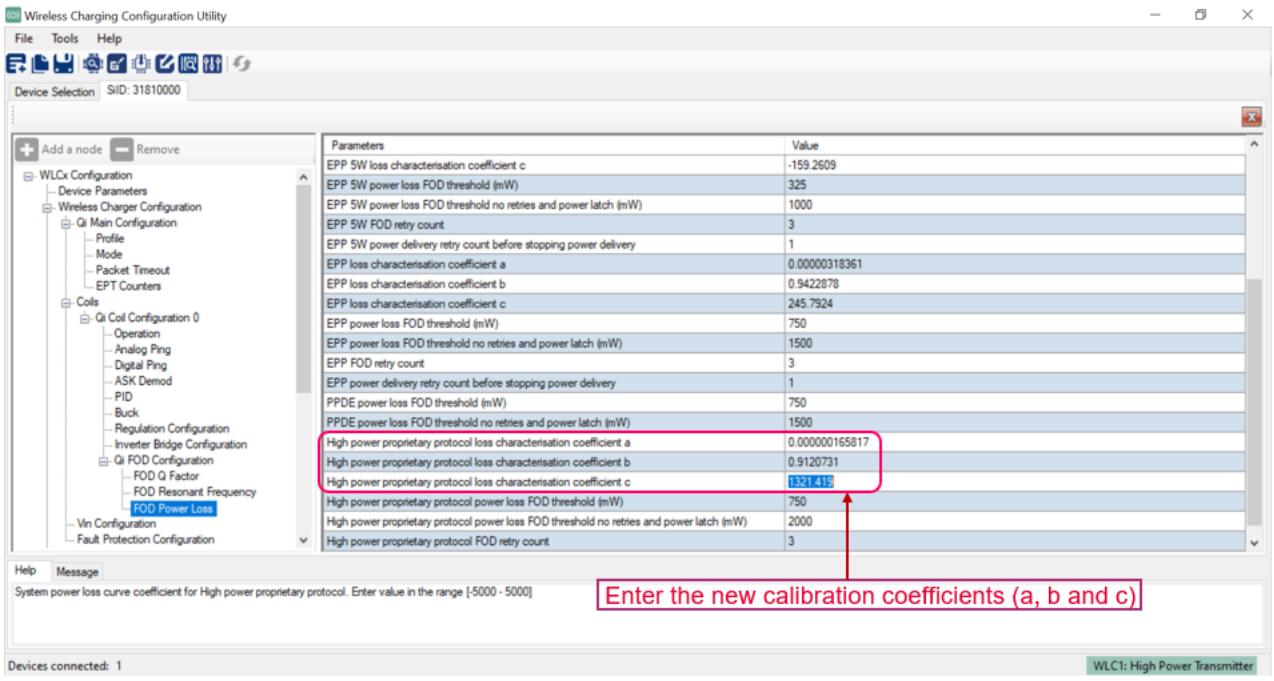

Figure 35 Specifying new power loss calibration coefficients
14. Change the FOD coefficients a, b, and c with new calibrated coefficients (refer to **Figure 35**)